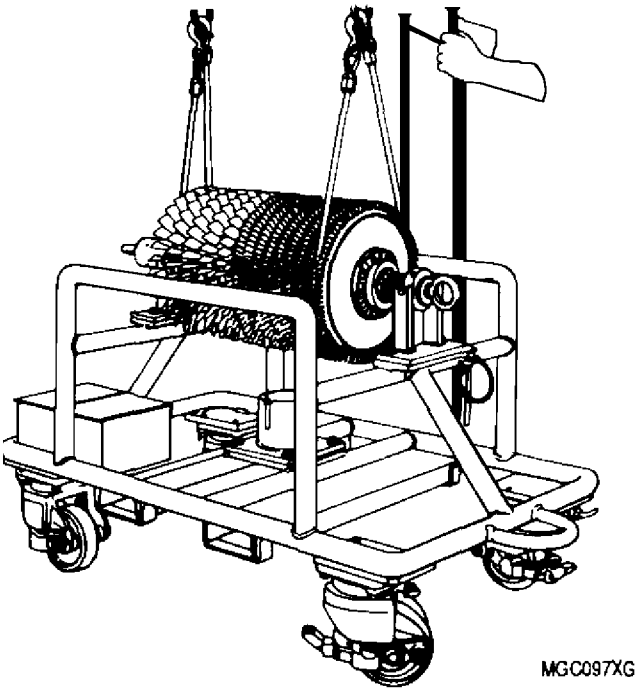
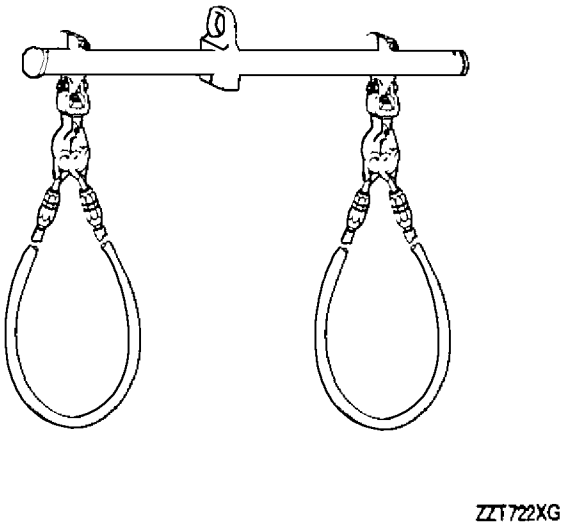
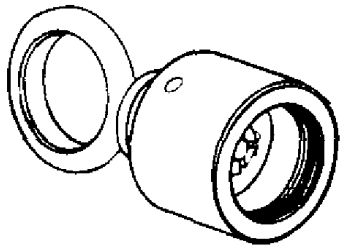

Figure 16. Installing Rotor Assembly in 6796833 Stand
Figure 18. 3435 Compressor Rotor Sling
Figure 19. 6796540 Lifting Adapter
a. Install 3435 compressor rotor sling (figure 18) and remove compressor rotor assembly from 6796833 transportation and storage stand (figure 16) using 6796540 lifting adapter (figure 19).